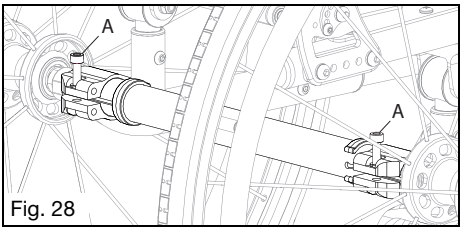

Fig. 28
1. Afloje los dos pernos (Fig. 28:A) en la abrazadera de inclinación con una llave Allen de 5 mm. Si se afloja demasiado, la tuerca cuadrada puede caerse.